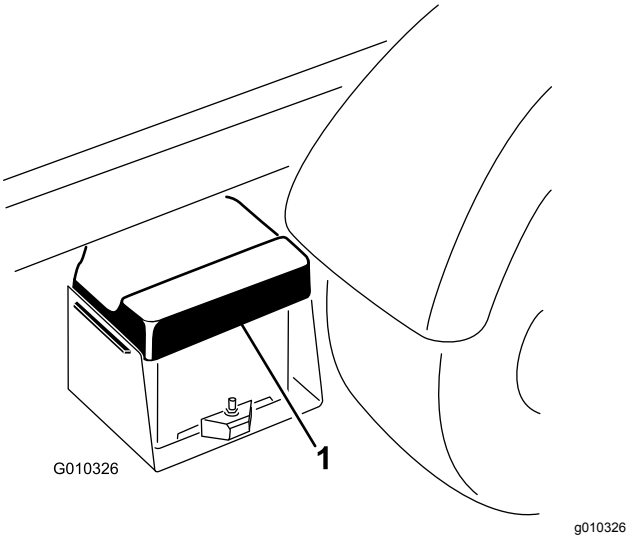

Figuur 50
1. Knijp het accudeksel samen om de lipjes uit de accubasis te nemen en verwijder het accudeksel van de accubasis (Figuur 50).